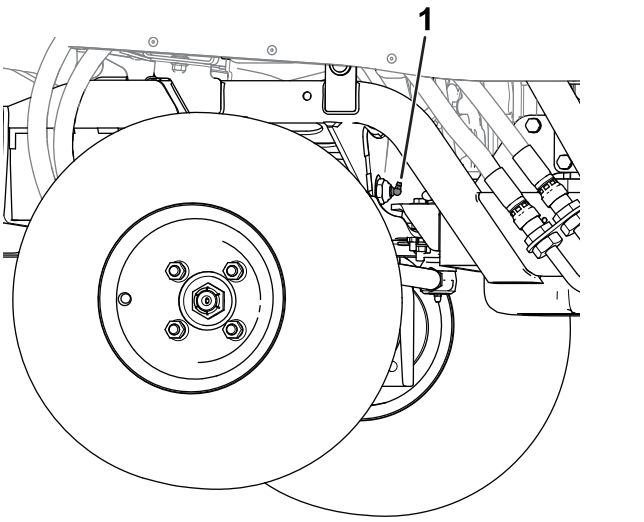

**Figura 49**
- Perno di articolazione dell'assale (Figura 49)